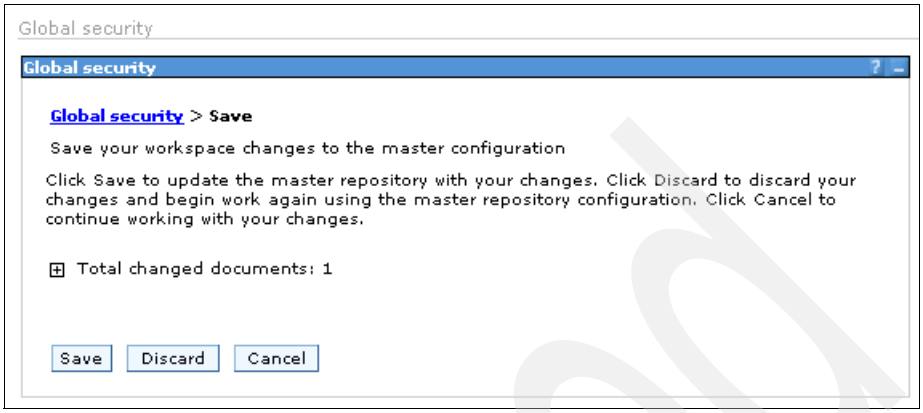

Figure B-36 The Global security save page
24. In the Global security save window (Figure B-36), click **Save**.